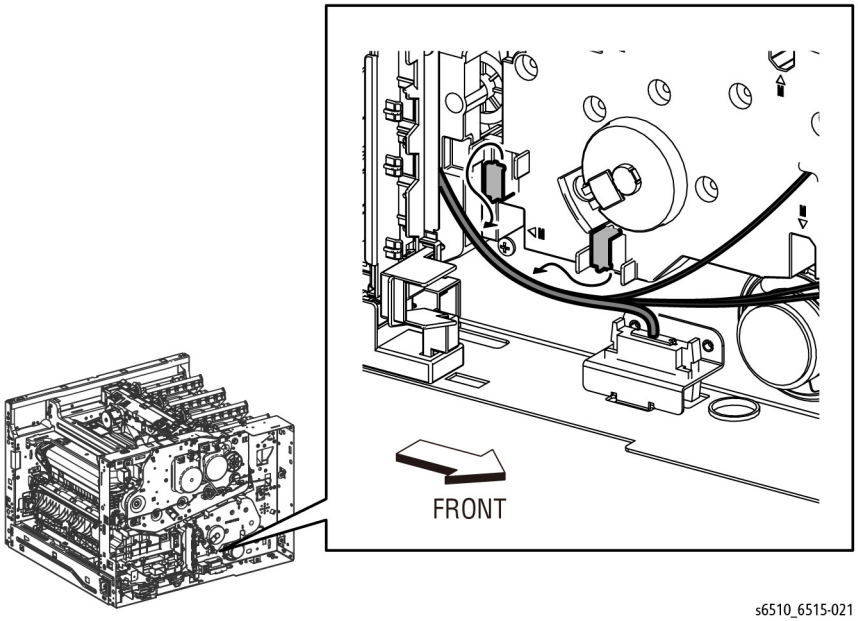

Figure 1 Release the MSI Drive Harnesses
4. Refer to Figure 1 to release the harnesses from the Harness guides of the MSI Drive Assembly.